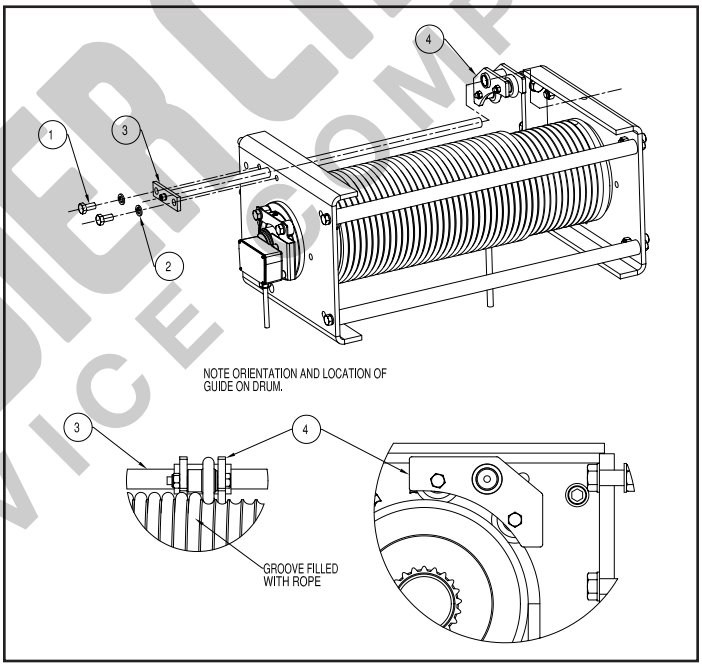

Figure 5-3b. Rope Guide Assembly ("D" Frame)
(4) Remove the split plastic shroud (Item 2) from the drum. When reassembling the rope guide, be sure the plastic shroud (Item 2) fits snugly in the rope guide body groove.
(5) Thoroughly clean and inspect all components.
(6) Follow steps in reverse to reassemble. Be sure to re-grease the rope guide with MPG (Paragraph 4-7), after assembling.
c) Disassembly for "D" Frame. Refer to Fig. 5-3b. For further assistance in locating components, refer to the parts list in Section IX.
(1) Remove hex head cap screws and lock washers (Items 1 and 2). Pull back on drum frame rod assembly (Item 3) until the free end pulls free of the gearcase end drum bracket.
(2) Slide the rope guide assembly (Item 4) off the end of the drum frame rod and remove from drum groove area. Note the required orientation of the rope guide assembly for re-installation.
(3) Thoroughly clean and inspect all components.
(4) Follow steps in reverse to re-install, paying attention to orientation and making sure to seat the assembly into the correct drum groove. Be sure to regrease the rope guide with MPG (Paragraph 4-7), after assembling.